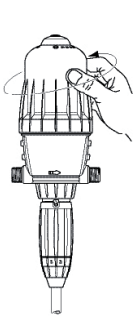

Fig. 16
- Unscrew and remove bell-housing by hand **(Fig. 16)**.